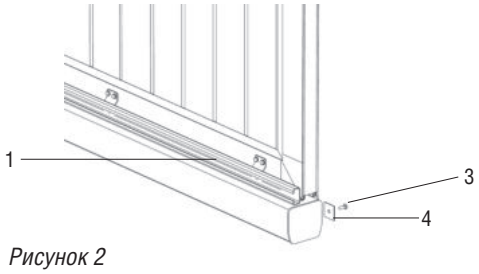

Рисунок 2
2. З ведите в С-профиль (1) болт с полукруглой головкой (3) и з кл дной пл стиной (4) (рисунок 2).